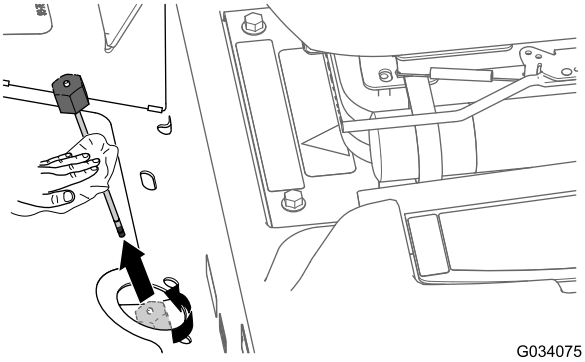

Figur 78
2. Løsn målepindsdækslet (Figur 78), fjern målepinden fra transakslens påfyldningsrør og tør målepinden af med en ren klud.